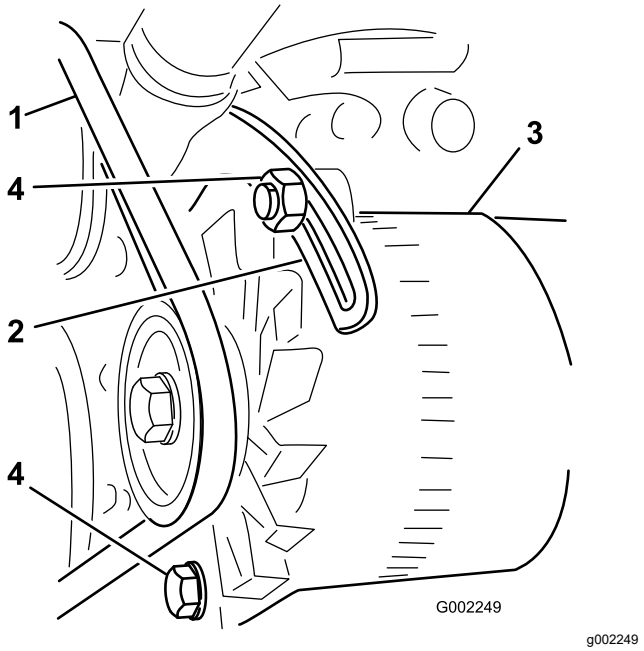

図 101
3. オルタネータのピボット部にあるボルト、およびオルタネータをブレースのスロットに固定しているボルトをゆるめる (図 101)。